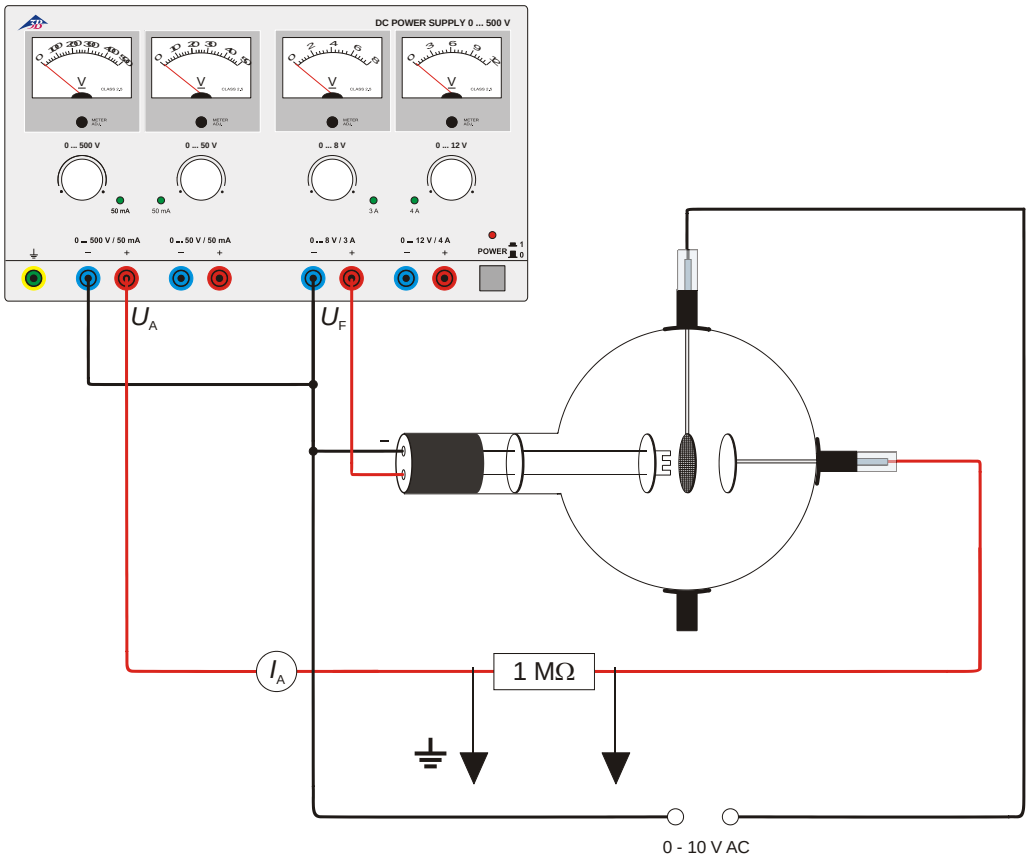

Fig. 4 Triode als Verstärker
- Schaltung gemäß Fig. 4 vornehmen. Dabei den Minuspol der Anodenspannung an die mit Minus gekennzeichnete 4-mm-Buchse am Röhrenhals anschließen.